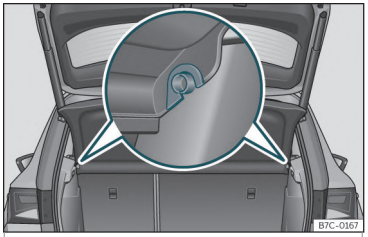

Fig. 111 În portbagaj: demontarea și montarea copertinei.
- Scoateți copertina din suporturile laterale ››› **fig. 111** trăgând în sus și în afară.
- Introduceți copertina orizontal, astfel încât „orificiile“ să intre în axele suporturilor››› **fig. 111** și apăsați până se fixează.